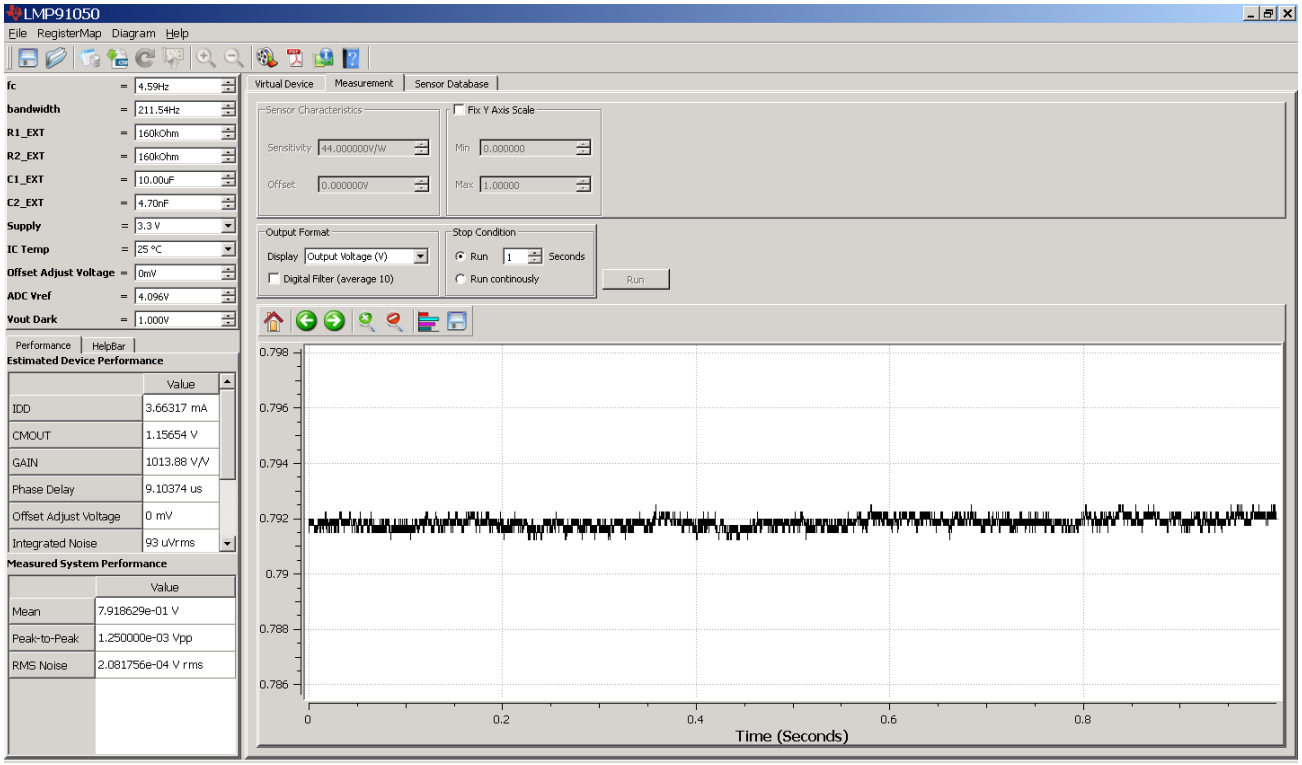

Figure 8 - Results for DC Reading
2. Under the **"Output Format"** field, select Display as "**Output Voltage (V)"**
4. Click on the **"Run"** button to view the output voltage results. A reading should be plotted as seen in Figure 8 . Output voltage will vary depending on input voltage across IN_DUT and CMOUT_DUT. If J2 is shorted, IN_DUT = CMOUT_DUT, output voltage should be about 1V. **Note: Board is provided with jumper J2 open. Use provided jumper to short IN to CMOUT for easy evaluation.**